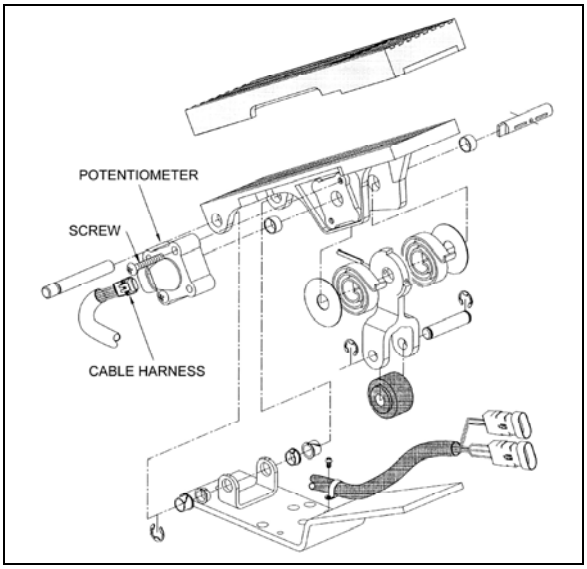

**FIGURE 22: ELECTRONIC FOOT PEDAL ASSEMBLY** 03035
3. Discard potentiometer (Figure 22).
4. Position new potentiometer. Press potentiometer onto the potentiometer shaft, matching cutouts in shaft to drive tangs of potentiometer. Apply hand pressure until potentiometer has bottomed out in housing. Reinstall screws (Figure 22) and tighten just enough to secure potentiometer lightly.